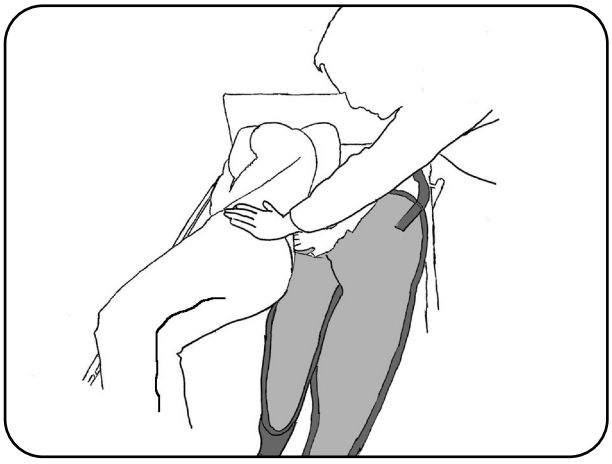

Abb. 8.3.01 - Liftergurt hinter dem Rücken des Patienten positioniert
5. Falten Sie den Liftergurt in der Hälfte zusammen und legen Sie ihn hinter den Rücken des Patienten. Dabei soll die Unterkante in Höhe des Steißbeines des Patienten liegen (Abb. 8.3.01).